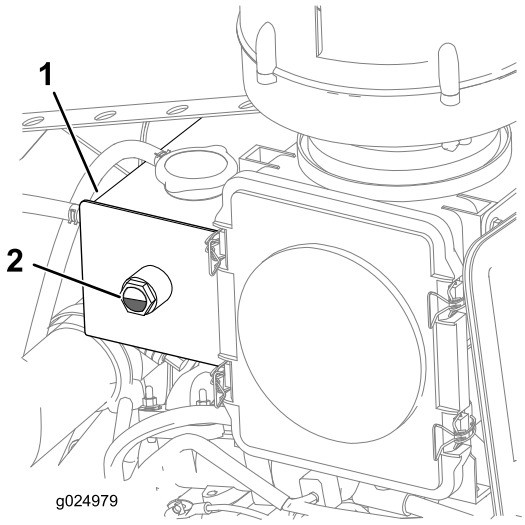

Rysunek 26
4. Sprawdzić poziomu chłodziwa w zbiorniku (Rysunek 26).
Informacja: Upewnij się, że poziom chłodziwa mieści się w zakresie od 1/4 do 3/4 wysokości wziernika (Rysunek 26).